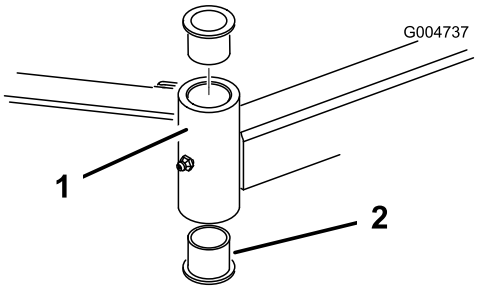

Figur 107
4. Sæt en uddriver ind i den øverste eller nederste del af monteringsrøret, og driv bøsningen ud af røret (Figur 107). Driv også den anden bøsning ud af røret. Rengør rørene indvendigt for at fjerne snavs.